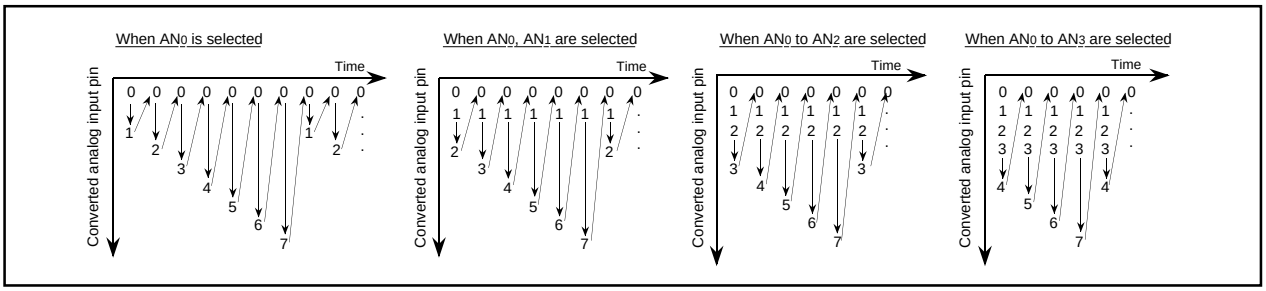

Figure 2.7.13. ANi pin's sweep sequence in repeat sweep mode
In repeat sweep 1 mode, choose functions from those listed in Table 2.7.6. Operations of the circled items are described below. Figure 2.7.13 shows ANi pin's sweep sequence, Figure 2.7.14 shows timing chart, and Figure 2.7.15 shows the set-up procedure.
(2) After the A-D conversion on voltage input to the AN_0/AN_{50} pin is completed, the content of the successive comparison register (conversion result) is transmitted to A-D register 0.
(3) Every time the A-D converter carries out A-D conversion on a selected analog input pin, the A-D converter carries out A-D conversion on only one unselected pin, and then the A-D converter carries out A-D conversion from the AN0 pin again. (See Figure 2.7.13.) The conversion result is transmitted to A-D register i every time conversion on a pin is completed. The A-D conversion interrupt request bit does not go to “1”.
(4) The A-D converter continues operating until software goes the A-D conversion start flag to “0”.